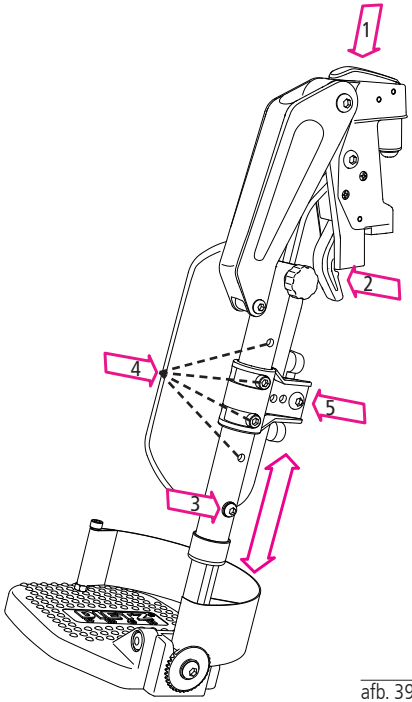

afb. 39
2. Om de beensteunen weg te draaien, drukt u op de drukknop (1, afb. 39) of trekt u de vergrendelhendel (2, afb. 39) naar voren.
1. Draai inbusbout (3, afb. 39) in één à twee slagen los. De buis van de voetplaat is nu vrij en kan omhoog of omlaag worden bewogen.
1. Draai beide inbusbouten van de kuitplaathouder los (4, afb. 39).
3. Als u het kuitplaat op een lagere hoogte wilt hebben, draait u de inbusbout los (5, afb. 39).